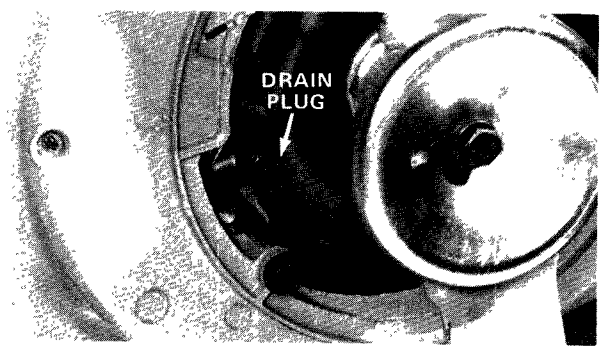

Figure 21
3. Clean area around drain plug (Fig. 21). Remove drain plug and tip mower gradually back to its normal position so oil flows into drain pan.